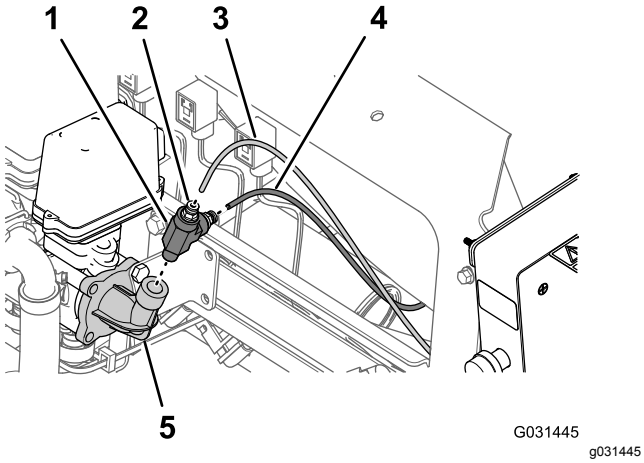

Figur 17
1. Vid 90-gradersknäröret på höger sida av slangvindans tryckkontrollventil trycker du in rörkopplingens låskrage och tar bort tryckgivarröret för slangvindans tryckmätare (Figur 17).
2. Tryck in rörkopplingens låskrage och ta bort tryckmätarens tryckgivarrör på maskinens instrumentbräda (Figur 17).
3. Ta bort T-kopplingen från 90-graders-knäröret för tryckregleringsventilen (Figur 17)